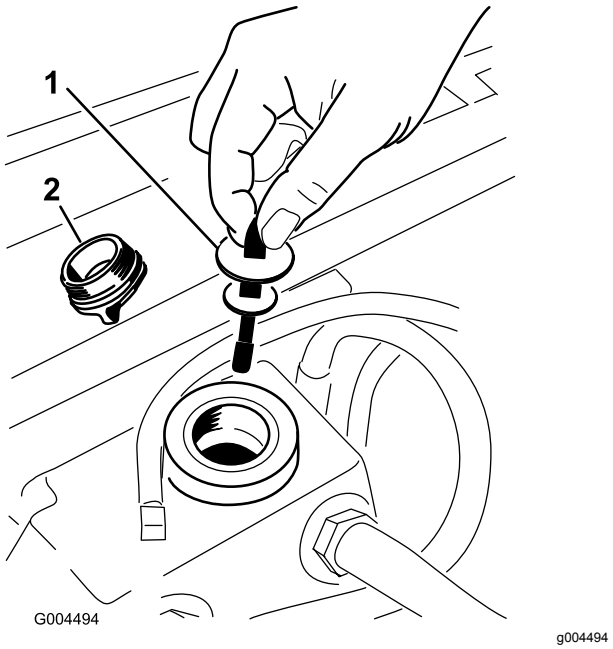

Figuur 56
5. Verwijder de vuldop van de hydraulische tank van de vulbuis (Figuur 56).
6. Verwijder de peilstok en veeg deze af met een schone doek (Figuur 56).
7. Steek de peilstok in de vulbuis. Verwijder hem daarna en controleer het vloeistofpeil (Figuur 56).